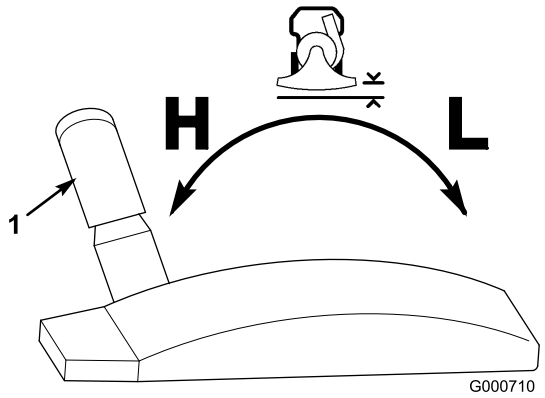

Bild 12
Sie können den Spielraum zwischen dem Luft<->ansauggehäuse und dem Boden ändern, indem Sie die Höheneinstellstange in die gewünschte Stellung bewegen (Bild 12). Stellen Sie die Höhe auf Niedrig (L), wenn Sie feste Oberflächen absaugen, wie z. B. Fuß<->gängerwege oder Einfahrten und auf Hoch (H), wenn Sie satte Rasenflächen mit starker Laub- oder Schnitt<->gut<->decke räumen. Die Saugmaschine arbeitet am effektivsten, wenn Sie die Saug-/Blasdüse so nahe an den Boden halten, wie es sich praktisch für die Arbeit machen lässt, die Sie durchführen möchten.